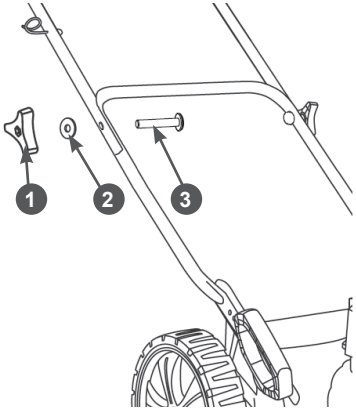

**Рис. 4 Установка верхней части рабочей рукоятки**
4. Установите верхнюю часть рабочей рукоятки. Совместите отверстия в верхней и нижней части рукояток и закрепите верхнюю часть рабочей рукоятки на нижней с помощью болтов и гаек, как показано на Рис. 4.